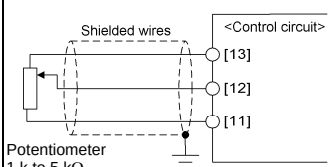

Figure 2.5 Connection of Shielded Wire
- These low level analog signals are especially susceptible to the external noise effects. Route the wiring as short as possible (within 20 m) and use shielded wires. In principle, ground the shielded sheath of wires; if effects of external inductive noises are considerable, connection to terminal [11] may be effective. As shown in Figure 2.5, ground the single end of the shield to enhance the shield effect.